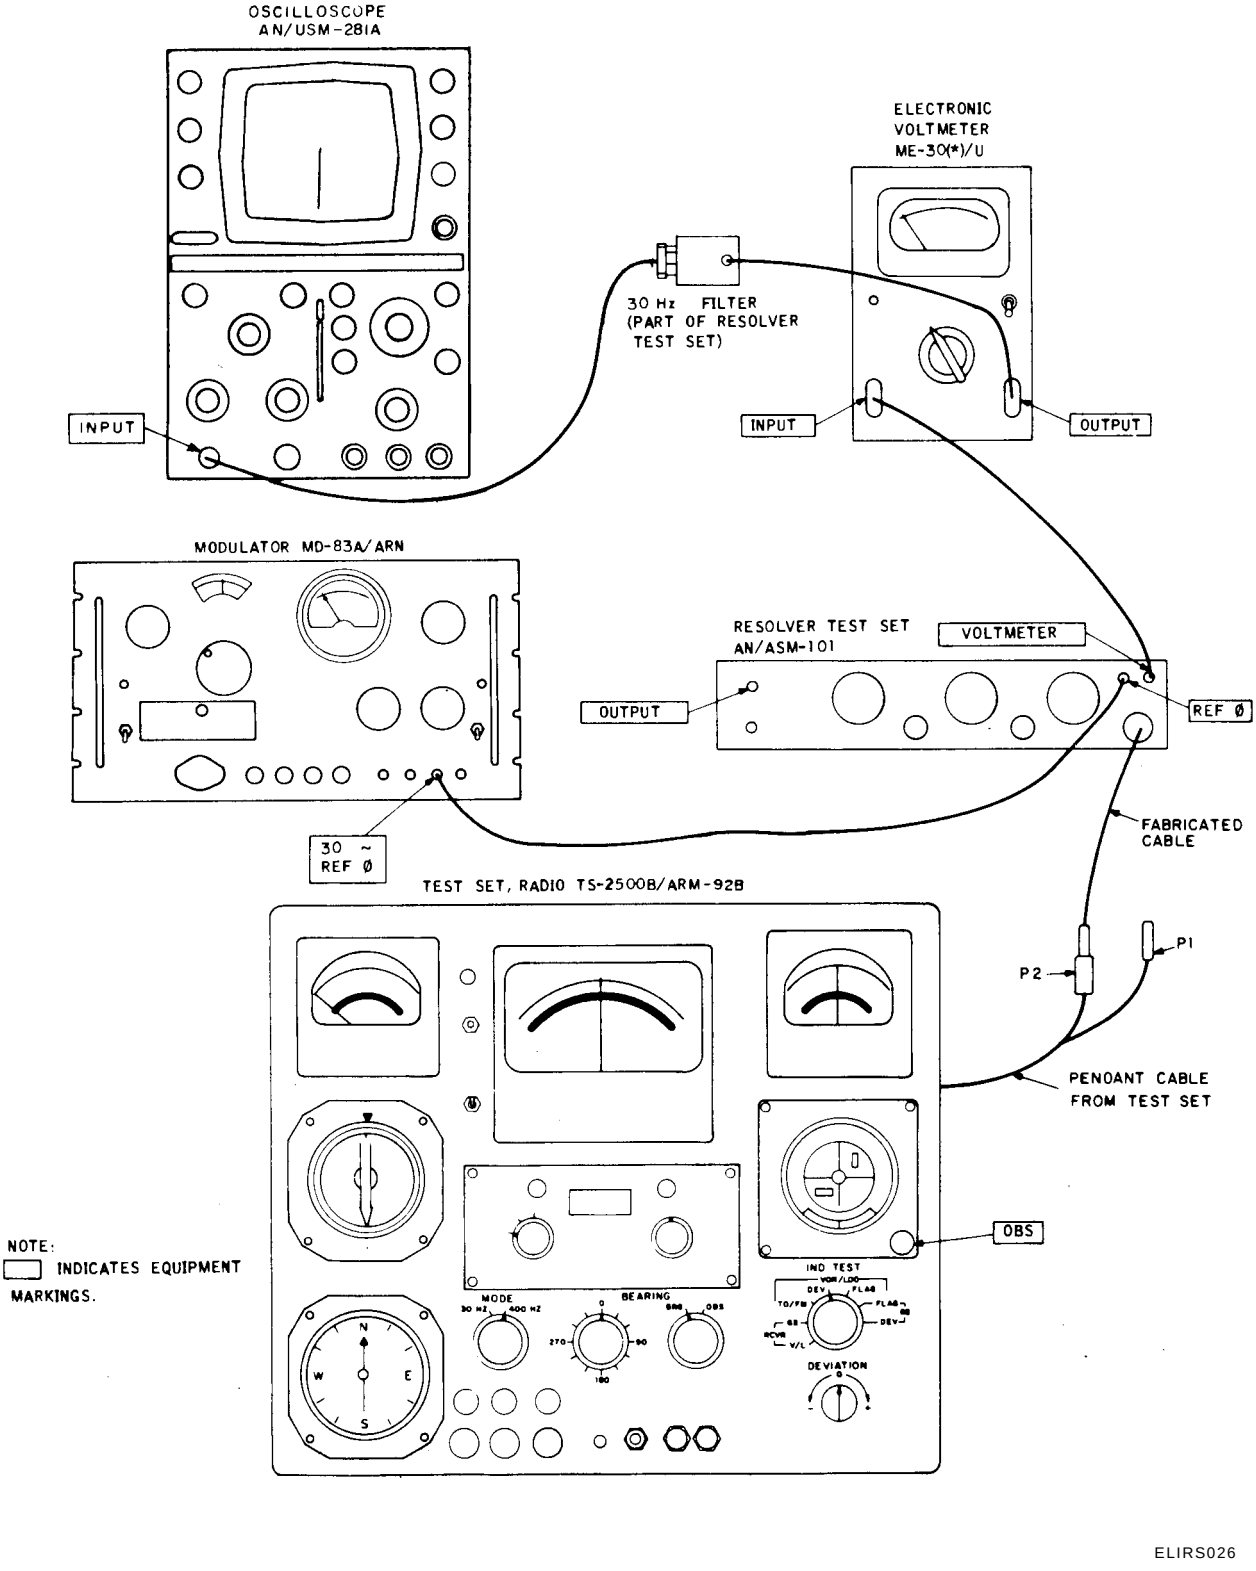

Figure 4-7. OBS indicator and test set precision beaing test.
(1) Modulator MD-83A/ARN.
(2) Meter Voltmeter ME-30(*)/U.
(3) Resolver Test Set AN/ASM-101.
(4) Course Indicator Test Set AN/ASM-110.
(5) Oscilloscope AN/USM-281A.
(6) Fabricated cables.
b. Test Connections and Conditions. Remove all power from the test set. In steps 1 and 2, connect the equipment as shown in figure 4-7. In step 3, connect indicator test set jack J2 to test set plug P2 using cable fabricated in paragraph 4-4 (fig. 4-2). In step 4, apply power to test set and connect cable fabricated in paragraph 4-4 (fig. 4-3) to test set pendant cable plugs P2 and P3.